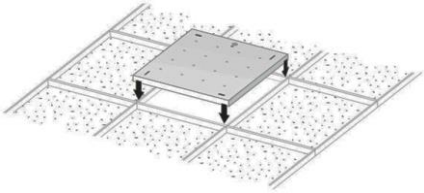

Рисунок 4 — Установка светильника Geniled серии Офис в подвесной потолок.
3) Установите светильник Geniled на монтируемое место (Рисунок 4). Следите за тем, чтобы кабель не оказался зажат между элементами конструкции потолка и светильника. Убедитесь, что светильник надежно закреплен на потолке.